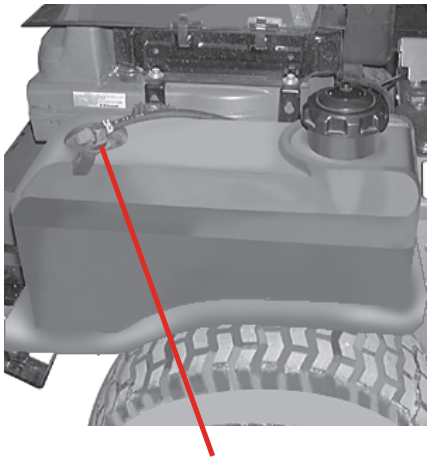

Figura 4
7. **Válvula de aislamiento del combustible:** (Vea la Figura 4.) Situada atrás del asiento del operador, la válvula tiene tres (3) posiciones: «apagar»(off), «Tanque izquierdo», «Tanque Derecho». Cierre esta válvula si no va a hacer funcionar el cortacésped por un período de 30 minutos o más para prevenir que el motor se ahogue. El circuito de combustible opera bajo presión cuando el motor está funcionando.